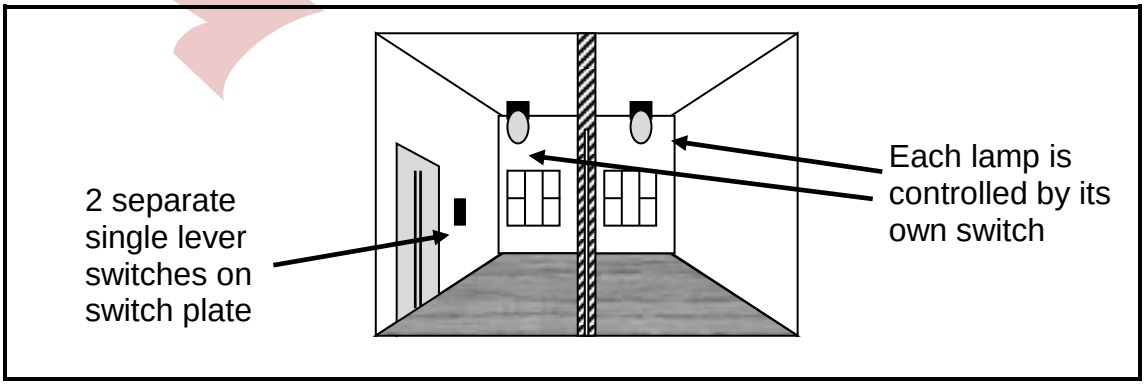

FIGURE 2.2 (7)
2.2 Refer to FIGURE 2.2 and draw a neat, labelled wiring diagram for an electrician to refer to when wiring the light installation. The switches and lamps are of the metal type. The distribution board must be included in the circuit diagram.